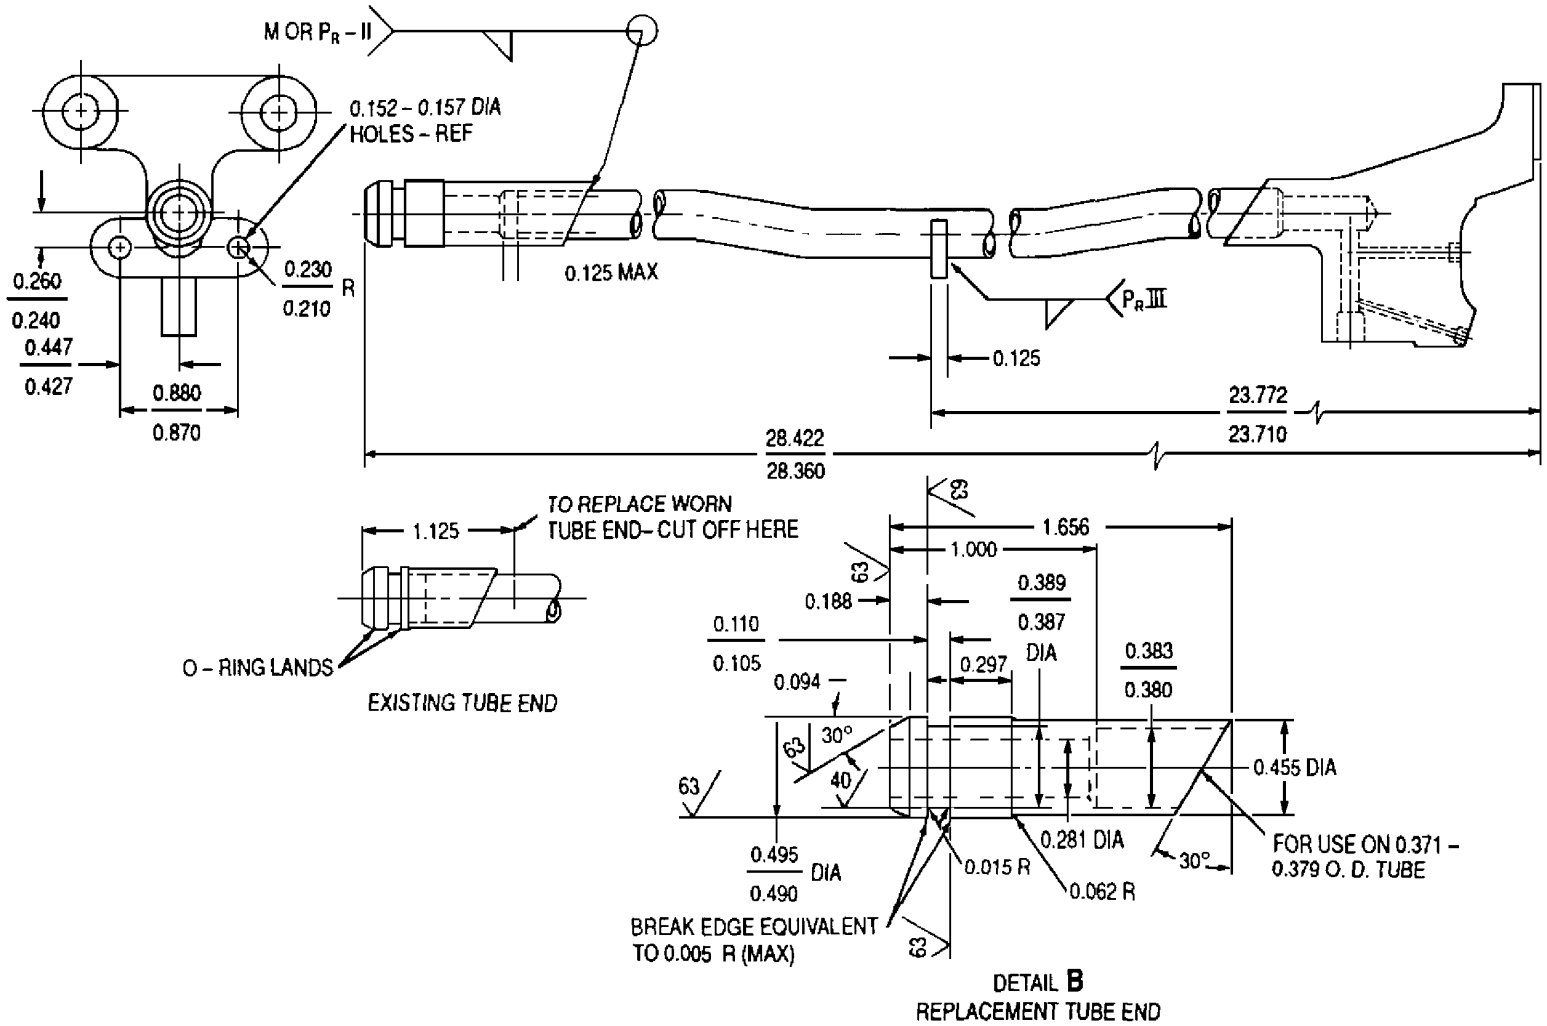

Figure 1. Turbine Front Bearing Pressure Oil Tube Assembly Rework
(1) Ensure that the center of the turbine front bearing pressure oil tube is within 0.240 − 0260 in. of the centerline of the 0.152 − 0.157 in. mounting holes (figure 1).